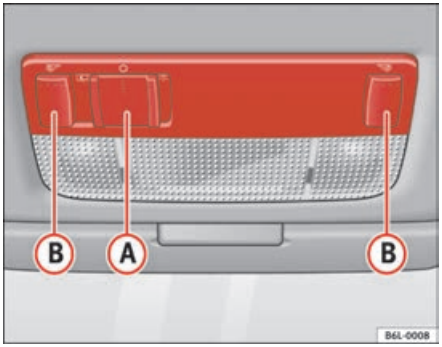

Fig. 63 Front reading light
Press the corresponding button (B) ⇒ fig. 63 to switch on the reading light.